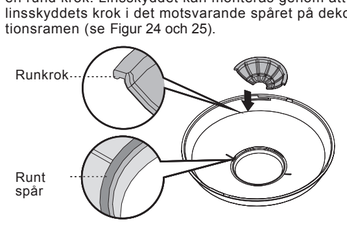

Figur 24
4.3.3 Att fästa linsskyddet: Det finns ett runt spår på baksidan av den dekorativa ramen och linsskyddet är utformat med en rund krok. Linsskyddet kan monteras genom att sätta i linsskyddets krok i det motsvarande spåret på dekora-tionsramen (se Figur 24 och 25).